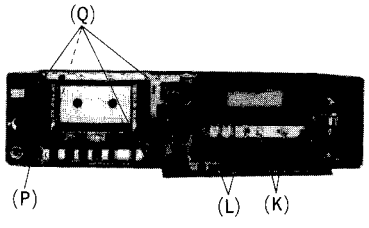

Fig. 5
Fig. 5 **Adjustment** 1. Adjust nut (C) shown in fig. 5 so that the tape may not get curled or malformed by tape guide of the erase head. 2. After adjustment, lock nut (C) with lacquer.